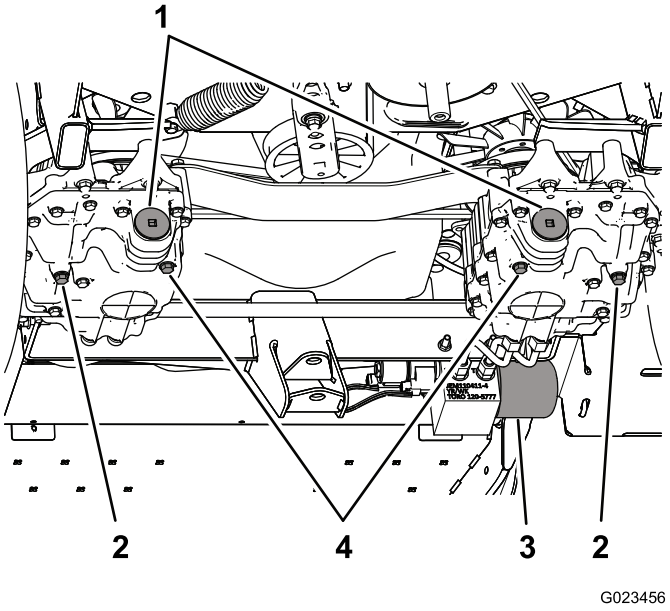

Figur 70
4. Fjern aftapningsproppen på pumpesiden og aftapningsproppen på gearsiden (Figur 70) og lad al olien løbe ud.